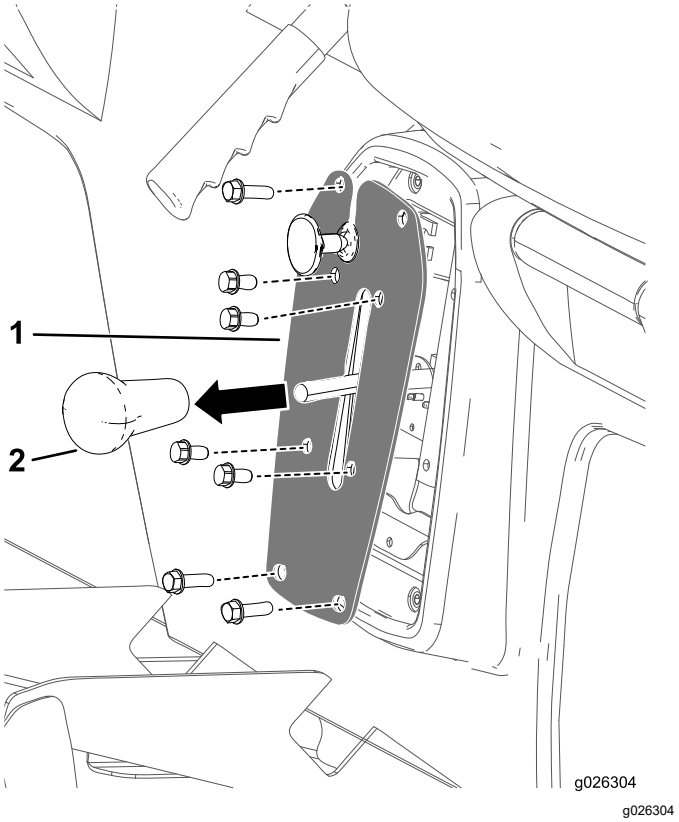

Figuur 45
1. Verwijder de knop van de schakelhendel (Figuur 45).
2. Verwijder de 4 bouten waarmee de schakelhendelplaat is bevestigd aan de schakelbeugel (Figuur 45).
3. Verwijder de 4 bouten waarmee de schakelhendelplaat is bevestigd aan de stoelbasis en verwijder de schakelhendelplaat (Figuur 45).
4. Schroef de knop van de schakelhendel handmatig vast (Figuur 45).